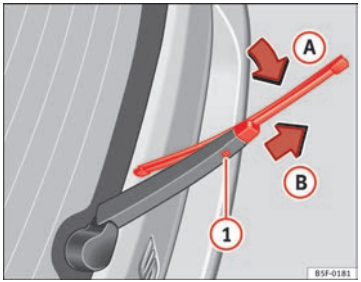

Fig. 119 Substituição da escova do vidro traseiro.
- Rode ligeiramente a escova ⇒ Fig. 119 (seta A).
- Mantenha pressionado o botão de desbloqueio (1) e puxe ao mesmo tempo a escova no sentido indicado pela seta B.
- Introduza uma escova nova no braço limpa pára-brisas **com o mesmo comprimento e características**, no sentido contrário à seta B até que encaixe o botão (1).